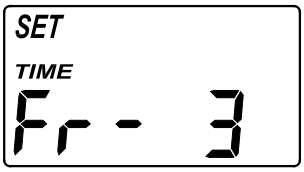

FIG. 40
2. Press the SELECT button three times, so that “SET Fr TIME” appears in the display (See Figure 40).